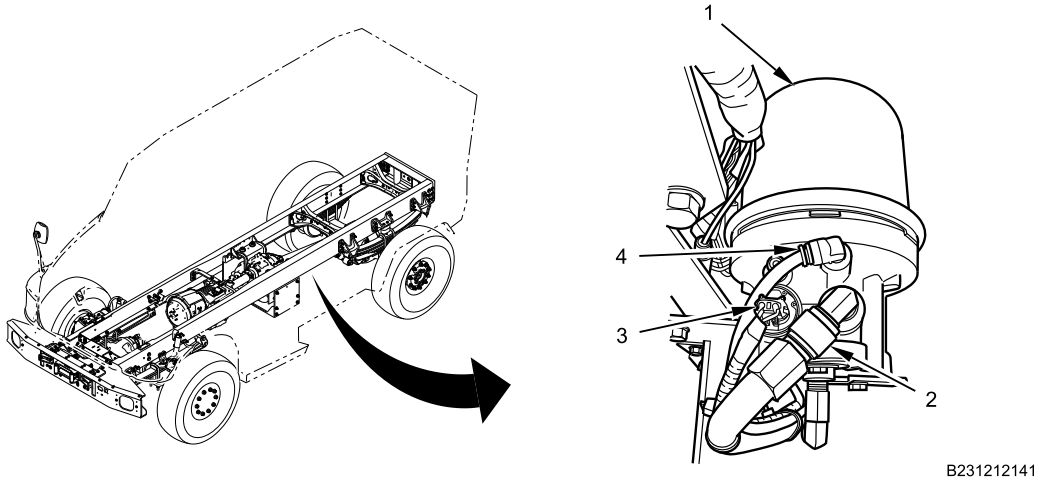

Figure 1. Air Dryer Connections.
1. Disconnect air dryer supply air line connection (Figure 1, Item 2) from air dryer (Figure 1, Item 1).
2. Disconnect air dryer heater and thermostat assembly electrical harness connection (Figure 1, Item 3) from air dryer (Figure 1, Item 1).
3. Disconnect air dryer governor control air line connection (Figure 1, Item 4) from air dryer (Figure 1, Item 1).